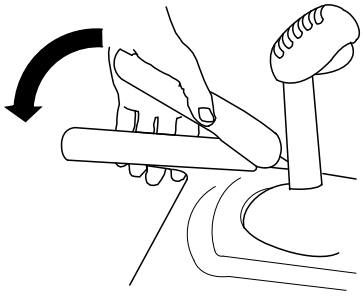

**Figure 4**
3. Serrez le levier gauche (déplacement) contre la poignée (Figure 4).
6. Serrez le levier gauche (déplacement) contre la poignée (Figure 4).